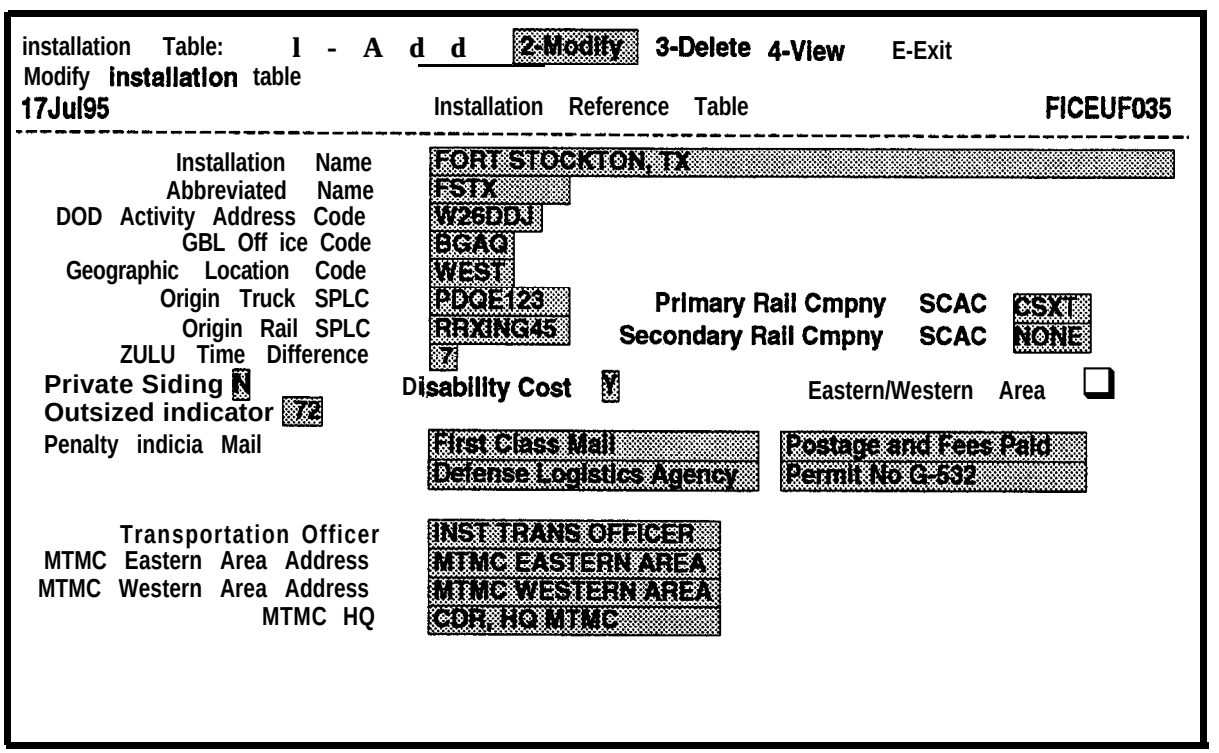

Figure 6-44. Installation Reference Table with Data
b. Select **Modify** from the Installation Table:ring menu. The information about your installation will be displayed in the Installation Reference Table screen, as shown in Figure 6-44.
b. Select **View** from, the Installation Table:ring menu. The information about your installation will be displayed in the Installation Reference Table screen as shown in Figure 6-44 (page 6-178).